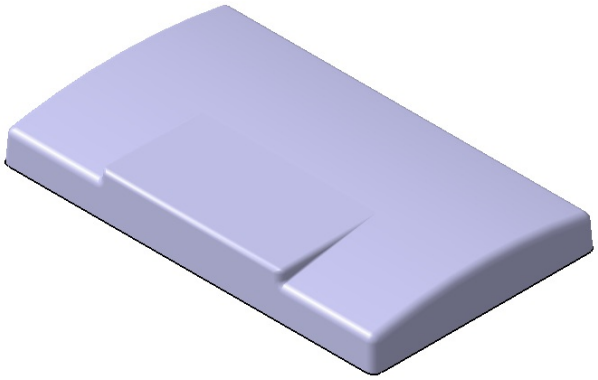

Figure 6-115 *Resulting filleted model*
9. Choose the **OK** button from the **Edge Fillet Definition** dialog box. The resulting filleted model is shown in Figure 6-115.